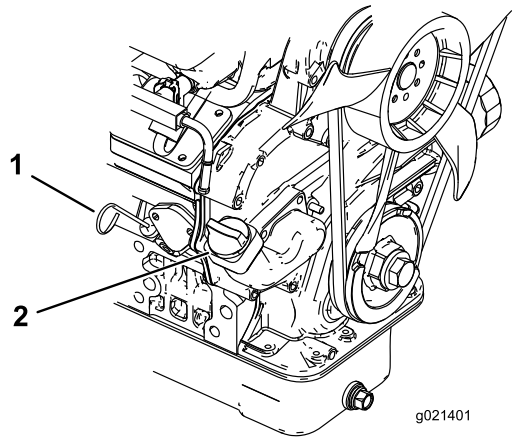

Figur 20
2. Ta ut oljestickan (Figur 20) och torka av den med en ren trasa. Sätt ned oljestickan i röret och se till att den sitter fast ordentligt. Ta ut oljestickan och kontrollera oljenivån.
3. Om oljenivån är låg tar du bort påfyllningslocket (Figur 20) och fyller på tillräckligt med olja så att nivån når upp till markeringen FULL på oljestickan.